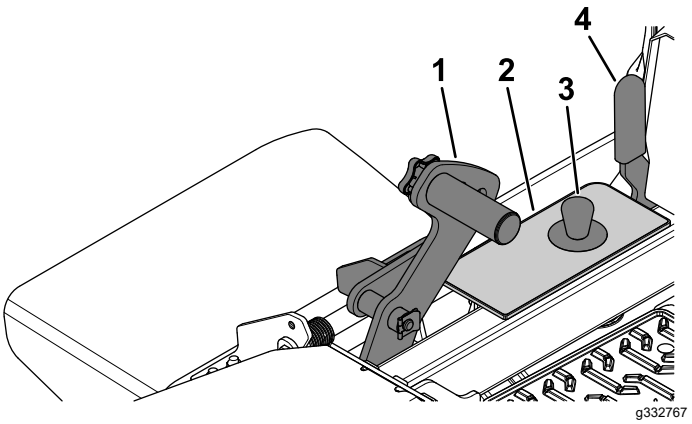

Figuur 29
1. Duw het maaidekliftpedaal volledig naar voren om het maaidek te vergrendelen in de TRANSPORTSTAND (dit is tevens de maaihoogtestand van 140 mm); zie Figuur 29.
2. Om de maaihoogte in te stellen, verwijdert u de pen uit de maaihoogtebeugel (Figuur 29).
3. Kies de opening in de maaihoogtebeugel die overeenkomt met de gewenste maaihoogtestand, en steek daarin de pen (Figuur 29).